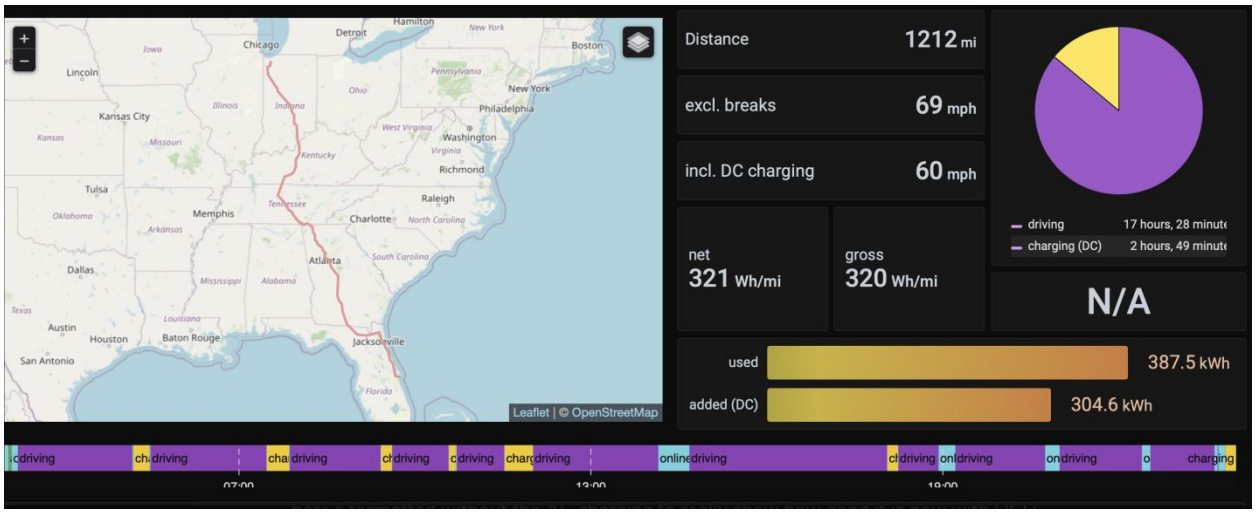

Figure 4: Trevor Mahlmann's trip to FL from IN in his Tesla Model 3 LR Dual Motor
- Figure 4: Trevor Mahlmann's trip to FL from IN in his Tesla Model 3 LR Dual Motor 13